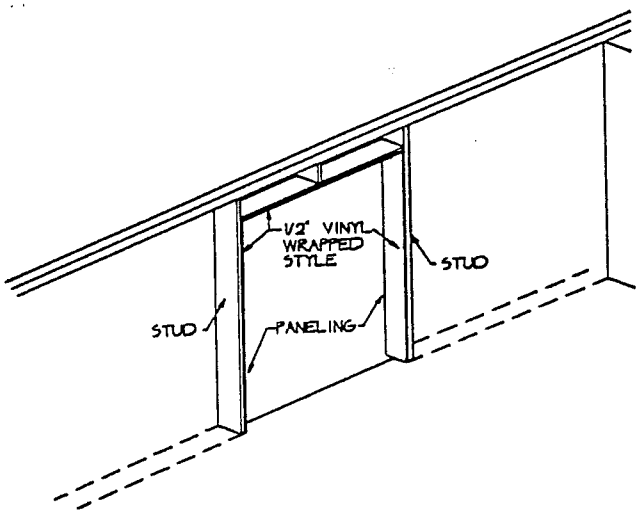

FIGURE 22
installed will now be completed. After securing opening as outlined in item 28, apply a 1/2" wrapped style directly to stud on side of opening. Now mount door on side of opening, allowing ample amount of space on top and bottom of door. After door has been mounted, apply a 1/2" wrapped style directly to the remaining side (This will complete the side jamb). Now complete top of door with the same steps as for the side jamb. After door jambs have been completely installed, locate and secure moulding used as a door stop. Finally, trim out the doorway with moulding provided. (See Figure 22)